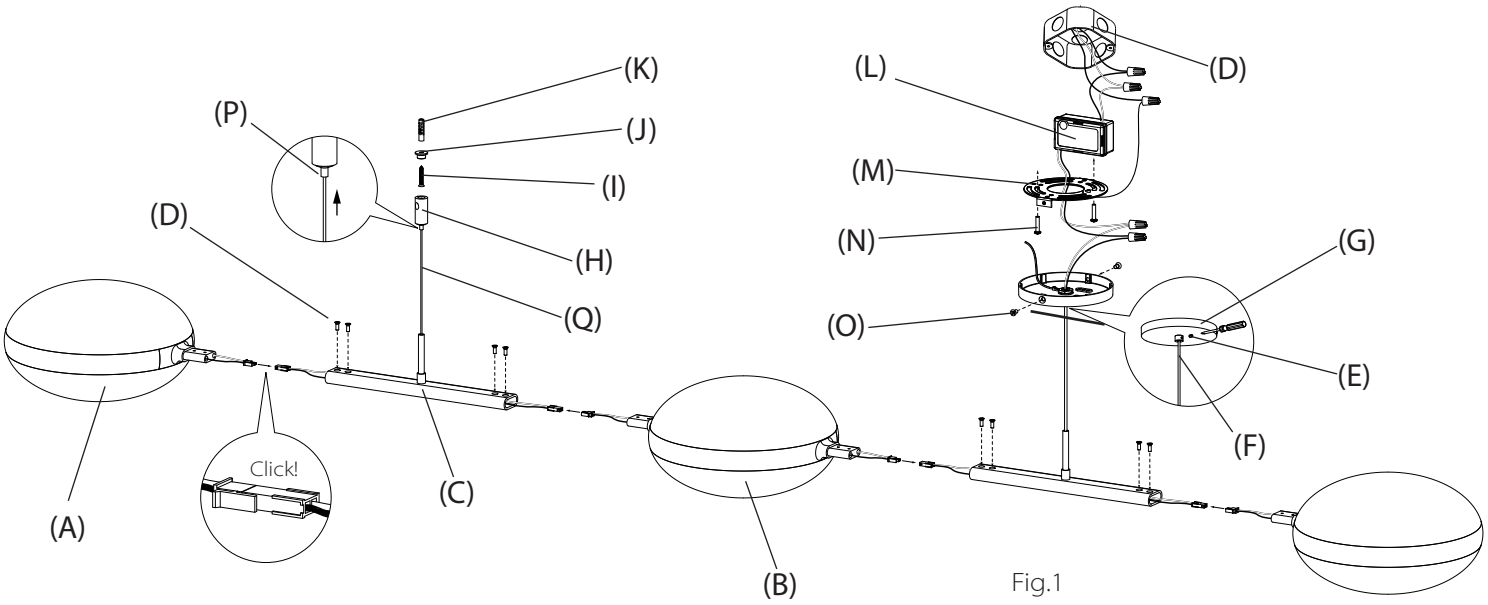

Fig.1
1. Shut off power to the outlet box (D).
2. Assemble the pendant body (Fig. 1):
a. Connect the electrical plugs from one End Luminaire (A) and the Center Luminaire (B) to the plugs from each end of one Connecting Arm (C)
b. Insert End Luminaire and Center Luminaire to the Connecting Arm, and secure with two screws (D) on each side.
3. Determine height at which pendant is to be hung. Use the screwdriver to loosen the slotted set screw (E). Adjust length of power cord (F). Tighten the set screw to set. Reserve extra cord in the canopy (G).
4. Locate the proper position of the cable gripper (H), which is 500mm from the center of the canopy. Attach the base (J) of the cable gripper to the ceiling using the included anchor (K) and screw (I) or other appropriate hardware. Screw the cable gripper onto the base.
5. Make appropriate electrical connections to the power supply (L) using wire nuts:
c. Connect outlet box ground wire (green or uncoated) to the mounting plate (M) using the green screw.
1. Make a 1" slice along the length of the cord's outer jacket (Fig. 1). **CAUTION: Do not cut through the outer braided conductor.**
2. Carefully strip the outer jacket of the cord and keep the outer braided conductors intact (Fig. 1).